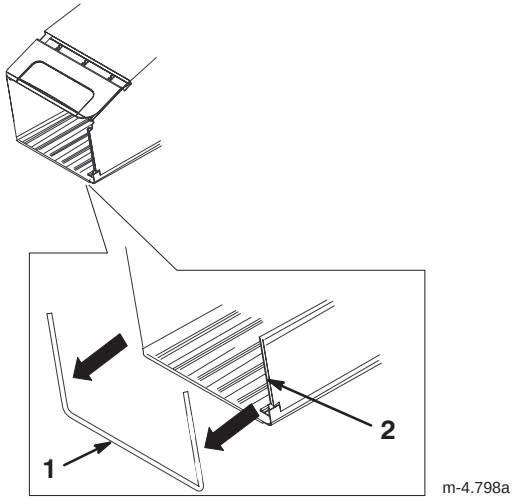

Bild 5
1. Befestigen Sie die beiden Seitenkanäle des Grasfangskorbs am Grasfangkorbrahmen, siehe Bild 5.